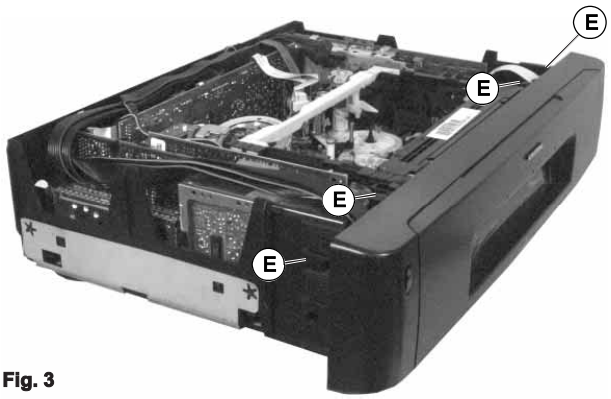

Fig. 3
- Rasthaken (D) (Fig. 2) sowie (E) (Fig. 3) lösen, Frontblende abnehmen und gegebenenfalls Steckverbindungen lösen.
- Release the locking catches (D) (Fig. 2) and (E) (Fig. 3), remove the front panel and unplug the connectors if necessary.